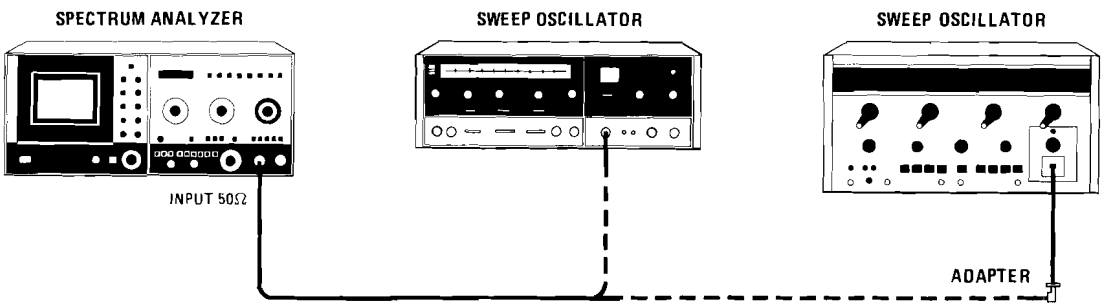

Figure 5-45. YTF Tracking Adjustment Test Setup
b. Reconnect power cord, set LINE switch ON, connect equipment as shown in Figure 5-45, and set 8565A controls as follows: